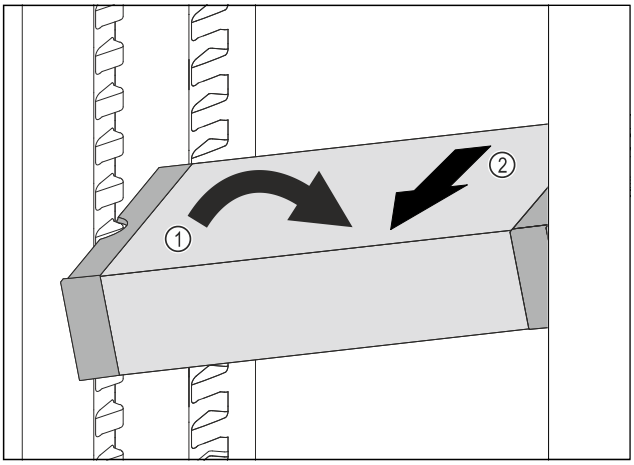

Fig. 161
▶ Poziționați oblic VarioSafe în frigider. *Fig. 161 (1)*
▶ Extrageți VarioSafe spre înainte. *Fig. 161 (2)*